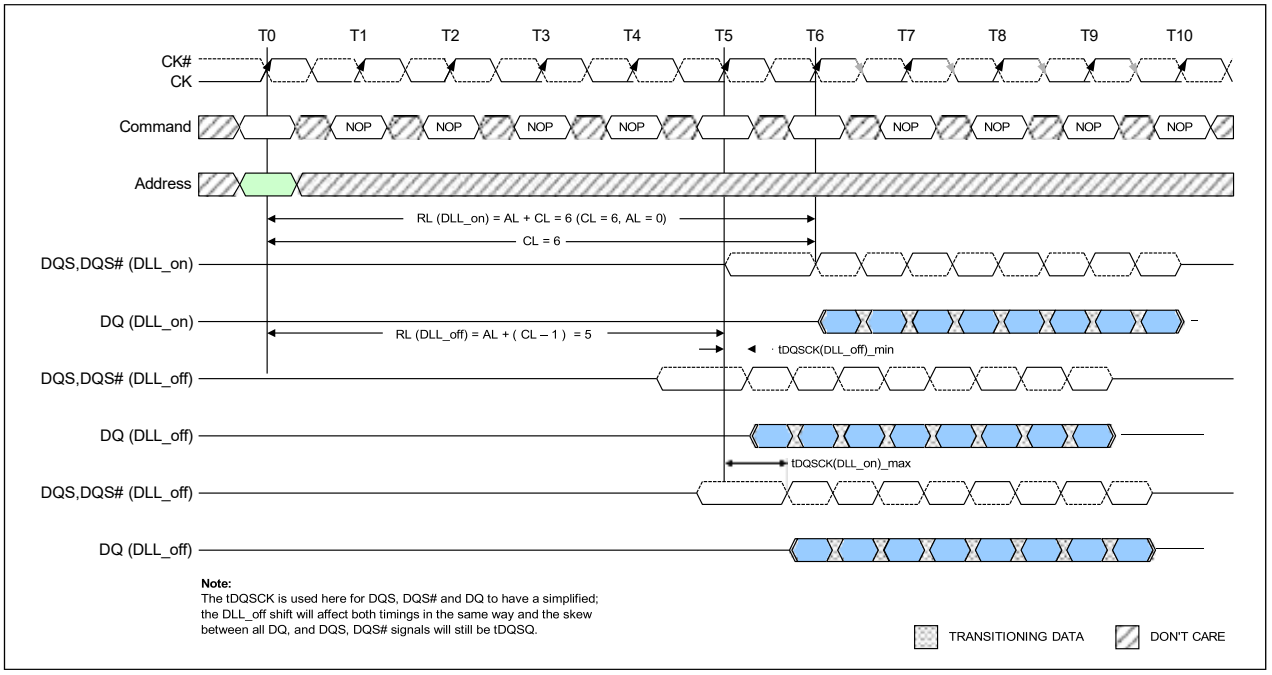

Figure 9 – DLL-off mode READ Timing Operation
3. If the Rtt_Nom feature was enabled in the mode register prior to entering Precharge power down mode, the ODT signal must continuously be registered LOW ensuring R_{TT} is in an off state, as shown in Figure 9. If the Rtt_Nom feature was disabled in the mode register prior to entering Precharge power down mode, R_{TT} will remain in the off state. The ODT signal can be registered either LOW or HIGH in this case.